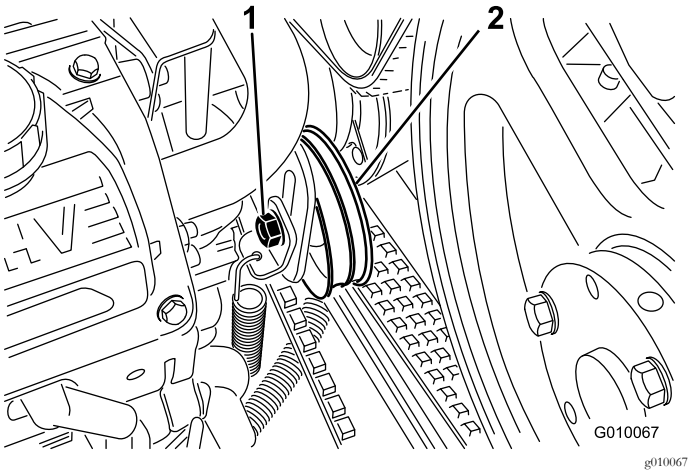

Figur 57
4. Lossa pumpremmens remskivsbult tillräckligt mycket för att tillåta rörelse i justeringsspåret (Figur 57).